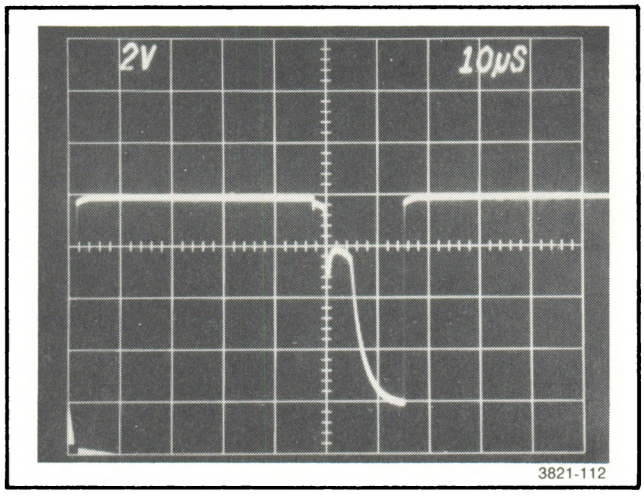

Fig. 9-10. Waveform at TP332. Waveform should remain stable at 15.75 kHz (decoder plugged into mainframe) and at 13 kHz (decoder unplugged from mainframe).
b. Observe the waveform at TP332. The waveform should be similar to the one shown in Fig. 9-10. Set the POWER switch to OFF, remove the interface module, and reset the POWER switch to ON. Again, observe the waveform at TP332. The waveform should be relatively stable except for a few microseconds of jitter since the monitor is now free running. Set the POWER to OFF, reinsert the interface module and reset the POWER switch to ON.